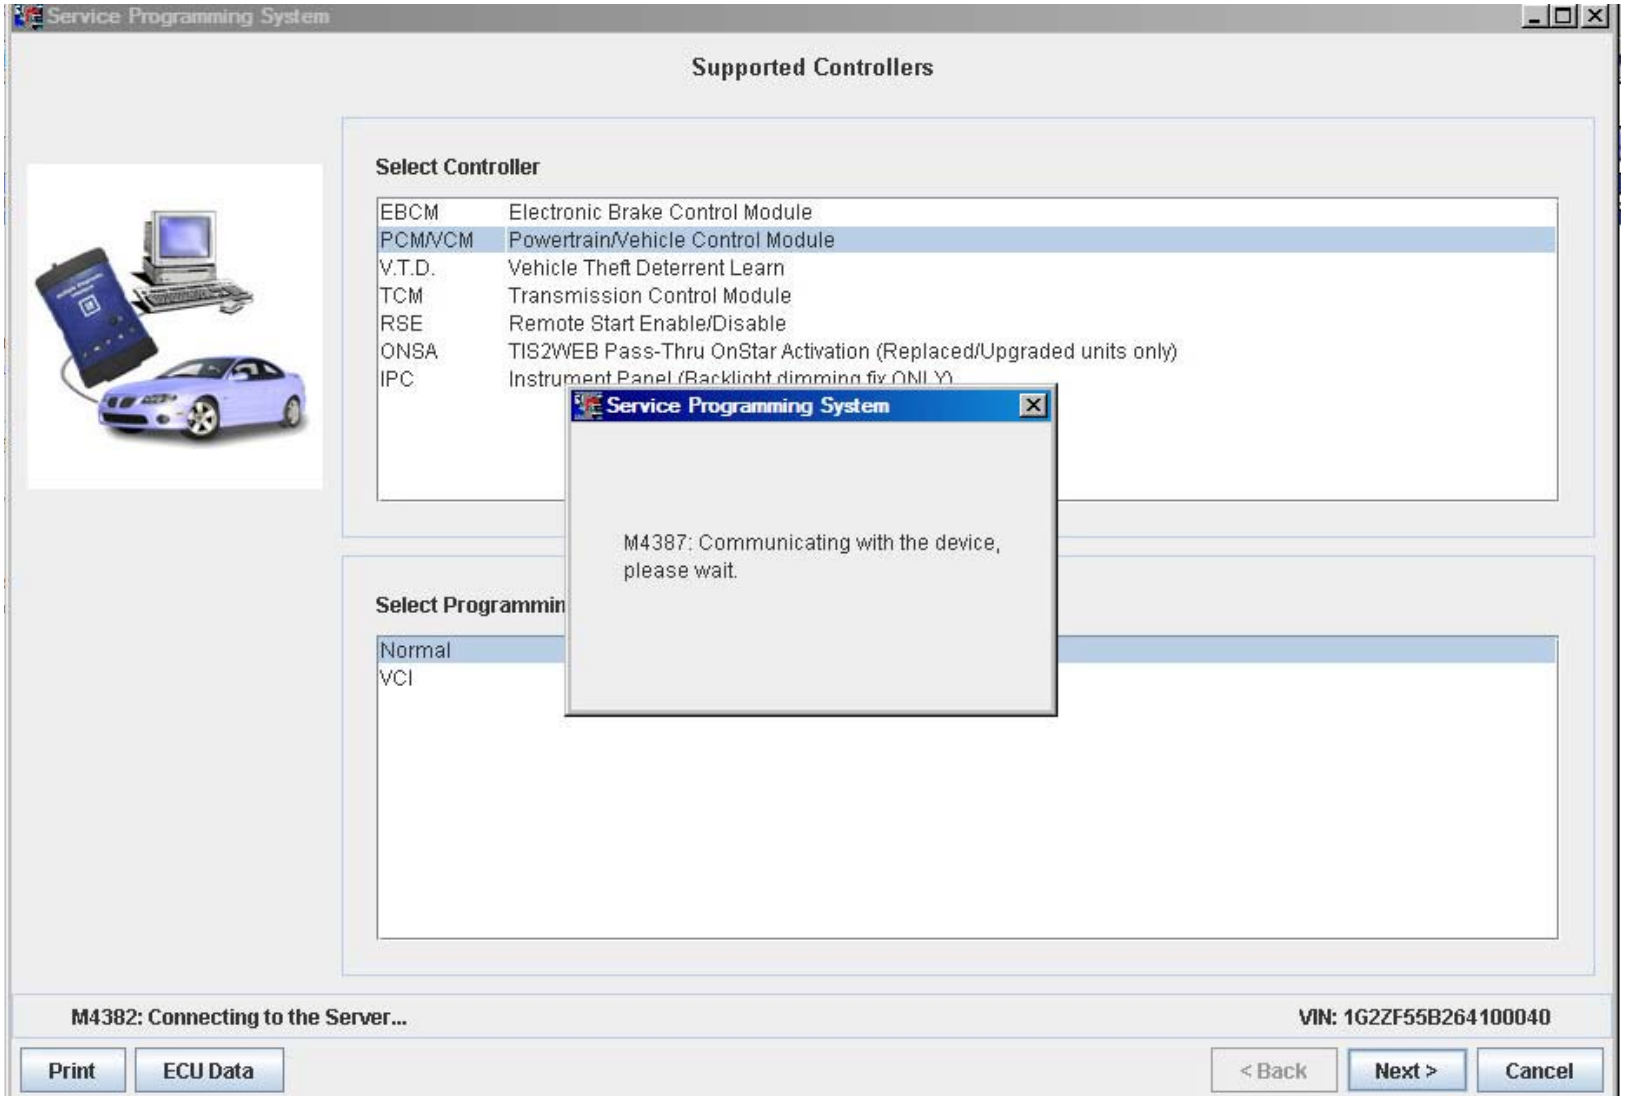

FIGURE IV-15
- Select the appropriate programming type (Figure IV-15) (Normal, VCI).